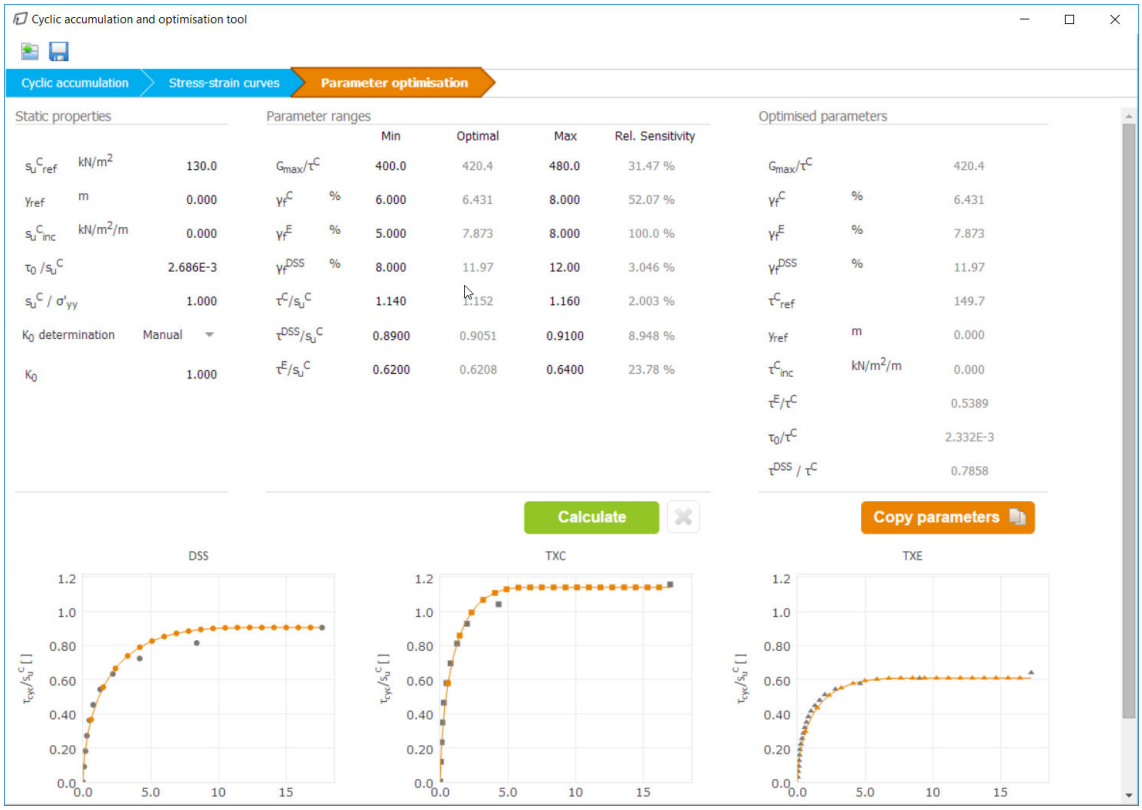

Figure 105: Optimised parameters for total load
4. Click **Calculate** to obtain optimised parameters (Figure 105 (on page 131) and column Optimised value of Table 22 (on page 129)).